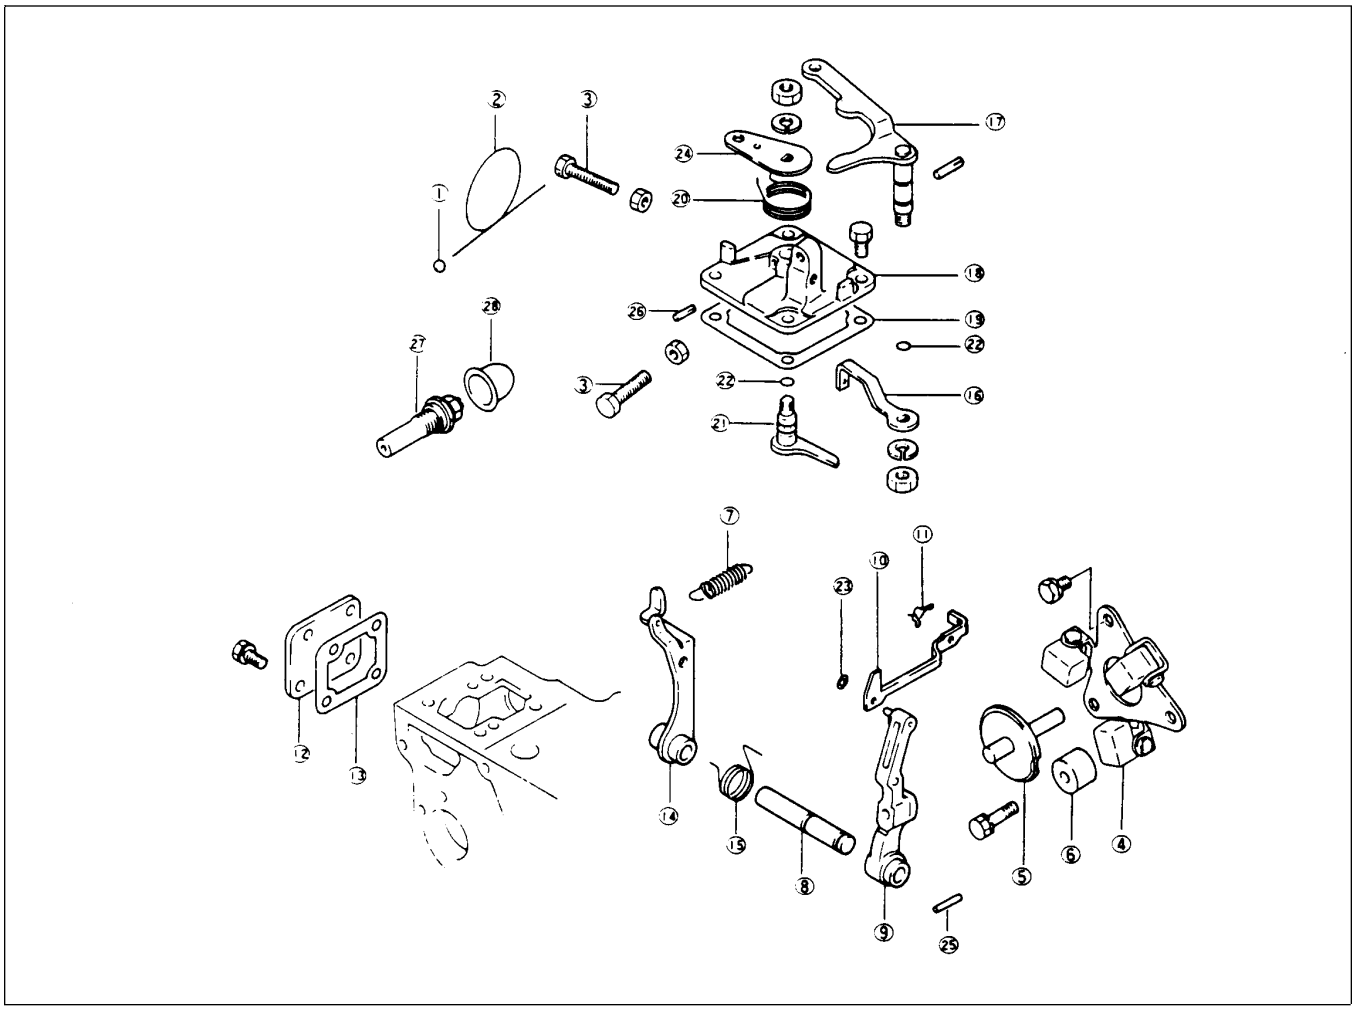

Figure 33
3. While holding the stop lever (Fig. 33) in the stop position (towards the rear of the machine) turn the ignition key switch quickly to the START position and release it to the ON positon. This will retract the stop solenoid plunger, allowing movement of the injection pump control rack.
1. Remove the tie rod cover (Fig. 33).